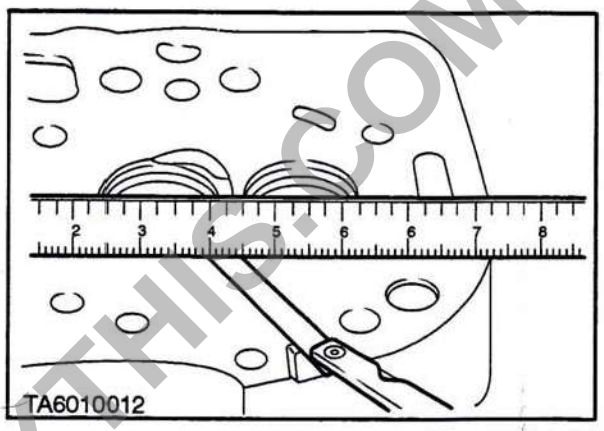

Figure 1-1-29
5. Using a straight edge and feeler gauges, check the flatness of the cylinder head in all directions does not exceed, 0.001 in (0.03mm) in any 1 in (25.4mm), or 0.005 in (0.127mm), overall limit Figure 1-1-29.